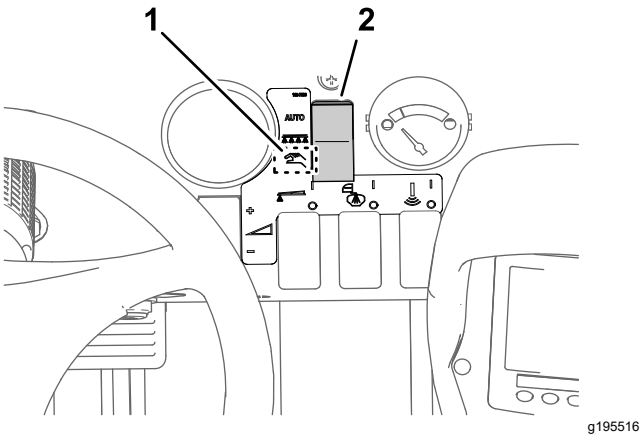

図 41
2. 散布モードボタンで「手動」散布モードにセットする図 41。